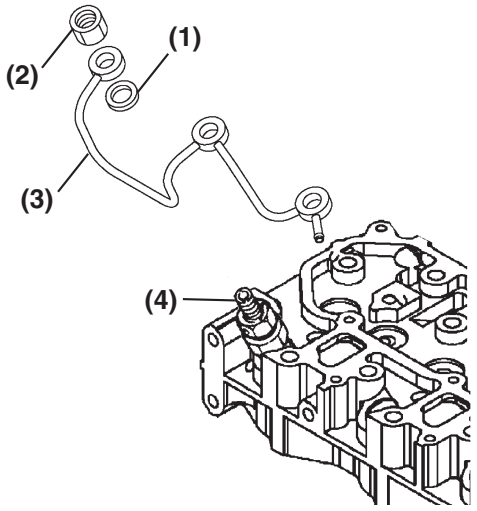

Figure 7-6
3. Remove all fuel return line nuts **(Figure 7-6, (2))** from the injectors **(Figure 7-6, (4))**.
5. Carefully remove the fuel return line assembly **(Figure 7-6, (3))**.
6. Remove and discard the copper gasket **(Figure 7-6, (1))** from each fuel injector.